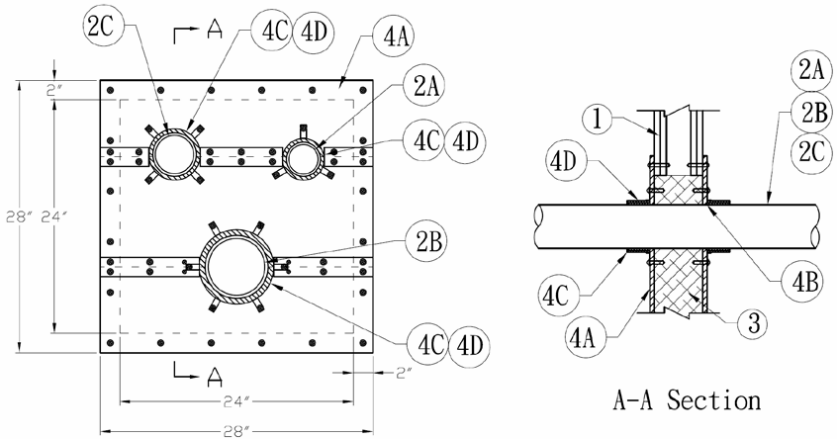

Figure 1. Through Penetration Firestop System
1. **SUPPORTING CONSTRUCTION:** Refer to Figure 1. Create a 24 in. (610mm) square, framed through-opening in a symmetrical, Code-conforming, 2 hour fire-rated wall assembly consisting of the min. construction features of one of the following options:
2. PENETRATING ITEMS: Refer to Figure 1 and Table 1.
3. PACKING MATERIAL: Refer to Figure 1 and Table 1. Apply the following materials as indicated below: